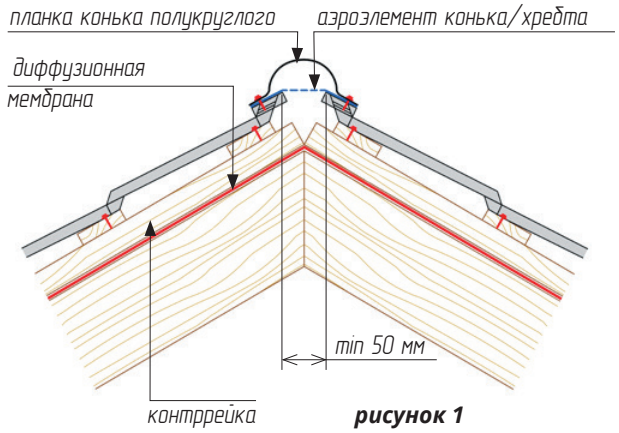

рисунок 1
- Для крыш с утеплением до сопряжения стропил диффузионная мембрана устанавливается с перехлестом на стыке скатов (рис. 1).